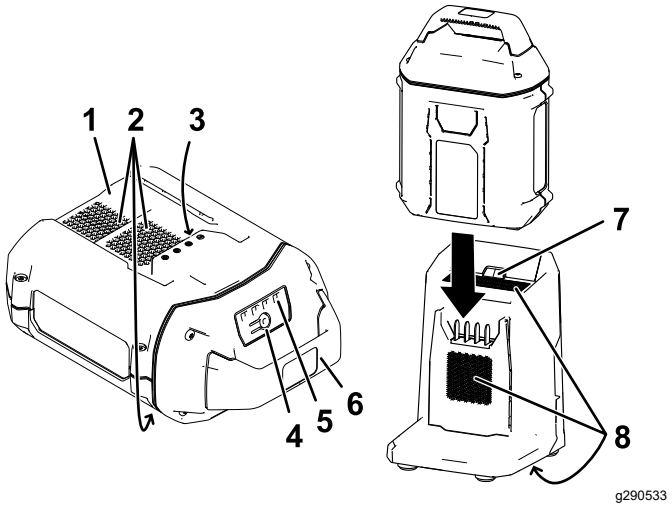

Rysunek 20
2. Ustaw wgłębienie w akumulatorze (Rysunek 20) równo z wypustką na ładowarce.
3. Wsuń akumulator na ładowarkę, aby zaskoczył na swoje miejsce (Rysunek 20).